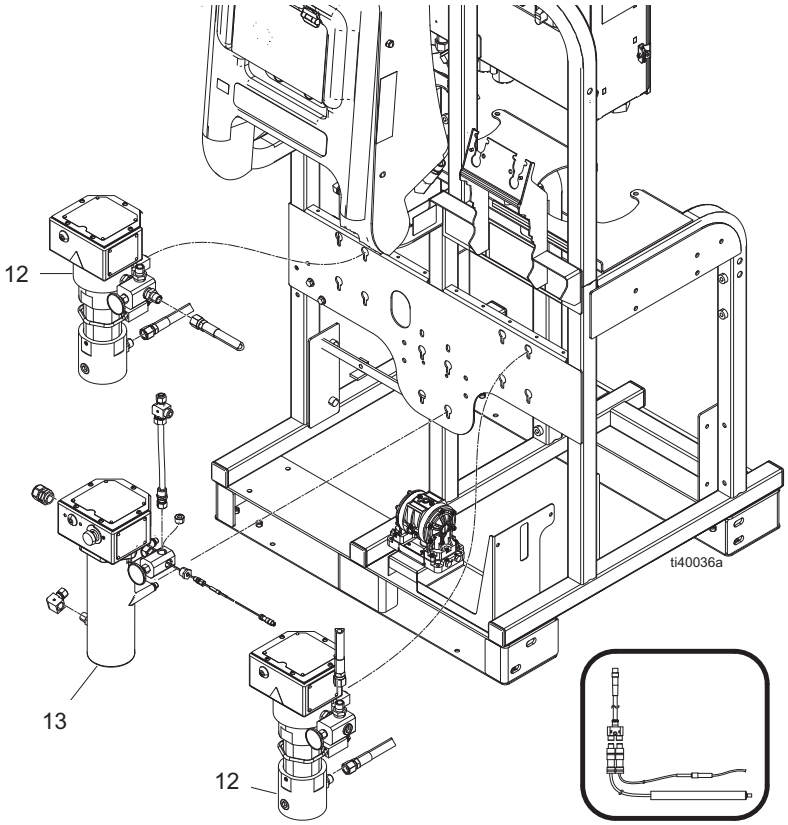

FIG. 8: Värmare på systemmodulen
5. **Systemets modulvärmare:** Se FIG. 8. Lossa de fyra monteringsskruvarna, låsbrickorna och de släta brickorna på baksidan av värmaren (12 eller 13) som håller fast den i systemramen. Dra upp värmaren och ta bort den från fästplattan.
6. **Värmare för matarmodul:** Se sidan 60. Lossa de fyra monteringsskruvarna, låsbrickorna och de släta brickorna på baksidan av värmaren (226) som håller fast den i systemramen. Dra upp värmaren och ta bort den från fästplattan.